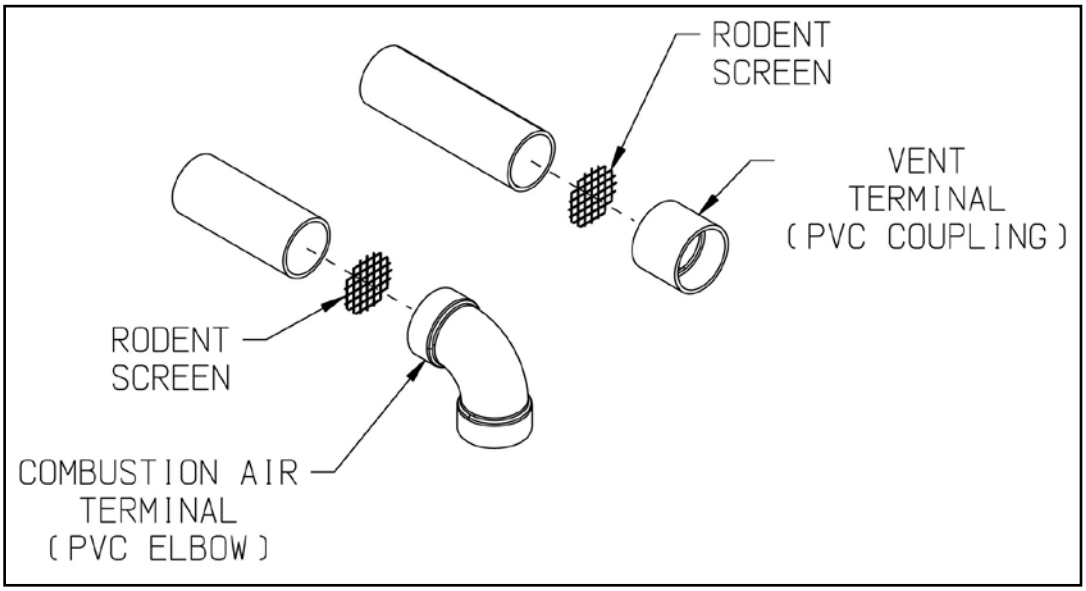

Figure 7.27: Installation of Standard Horizontal Terminals
a. See Figure 7.27 for proper orientation of twin pipe horizontal terminals. Outer edge of both terminals must be within 10" from wall surface. (Figure 7.6)